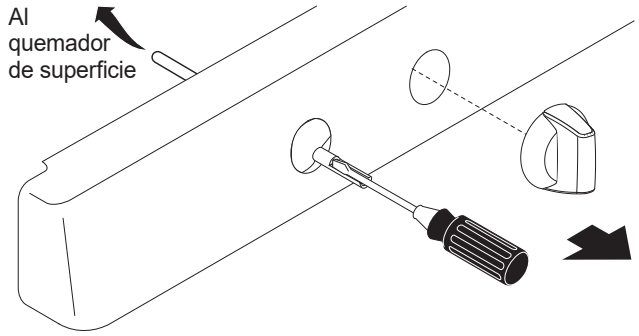

Figura 20
e. Inserte un destornillador delgado en el vástago hueco de la válvula y acople en el tornillo ranurado en el interior. El tamaño de la llama se puede aumentar o disminuir girando el tornillo (ver la Figura 20).